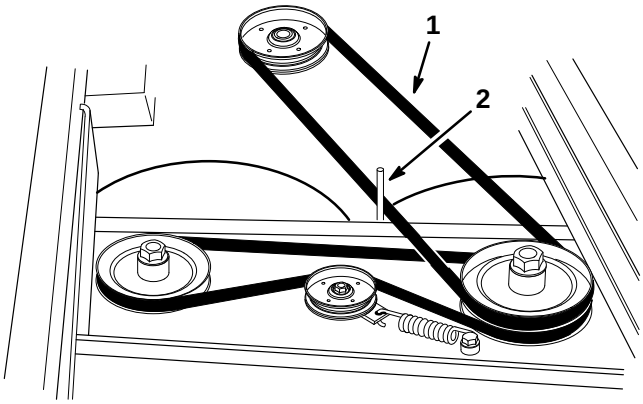

Figure 10
8. Check the position of the belt guide. The guide should be positioned about 1/8” (3 mm) away from the belt. Adjust the belt guide as necessary (Fig. 10).